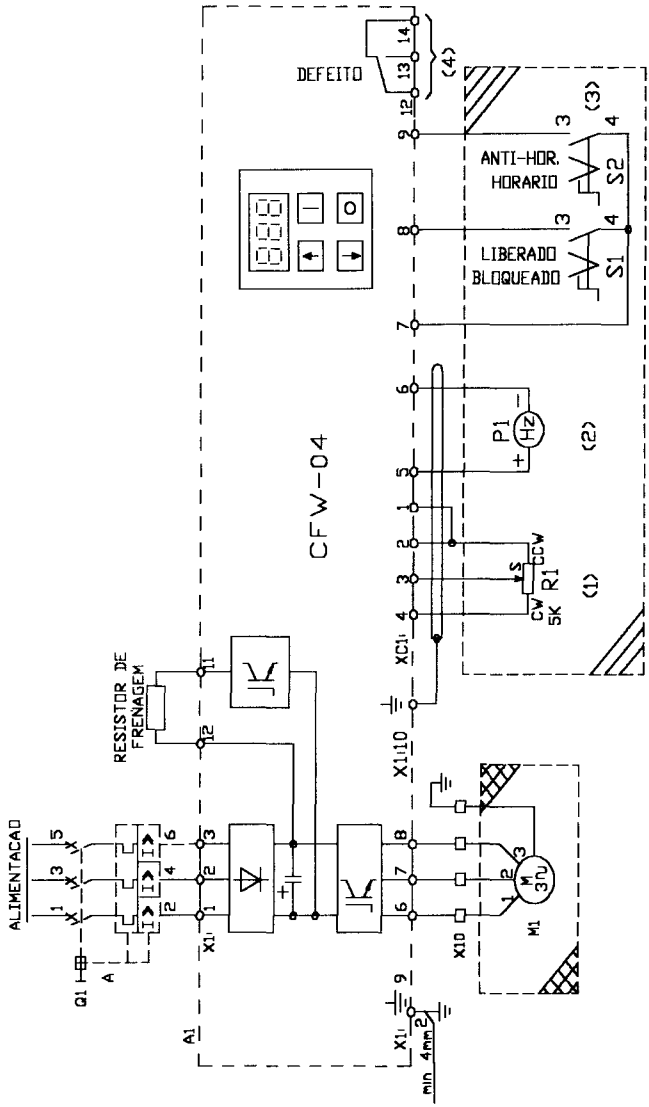

Fig. 5 - Acionamento típico B: comando remoto com dois sentidos de rotação.
3.2. ACIONAMENTO TÍPICO "B" (FIG. 5):